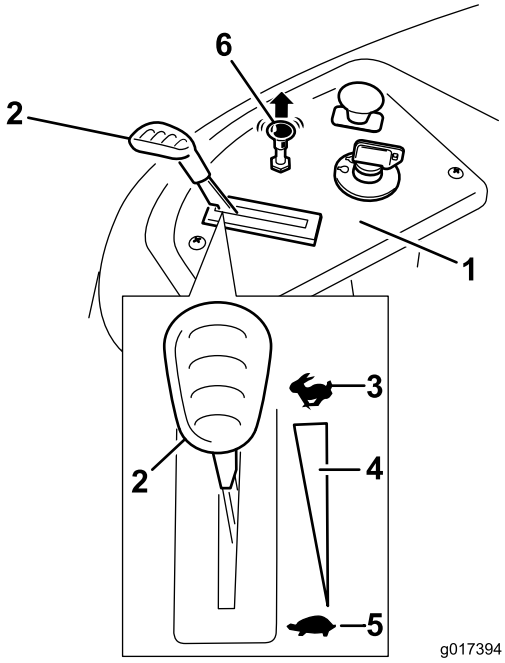

Figur 13
3. Dra upp chokereglaget innan du startar en kall motor (Figur 13).
2. Flytta gasreglaget till det snabba läget (Figur 13).